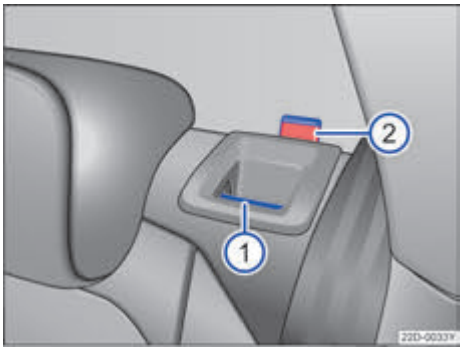

图 63 后排座椅靠背：分离按钮 ①；红色标记 ②
– 向前拉分离按钮→ 图 63 ①，同时前折靠背。
– 松开后排座椅靠背后应能看见按钮上的红色标记 ②。